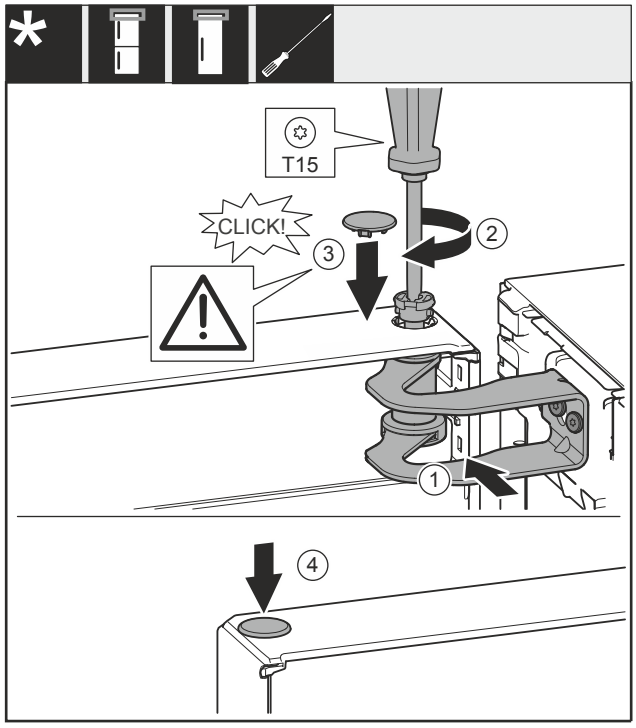

Fig. 25
- ▶ Aliniați ușa cu deschizătura din suportul de lagăr *Fig. 25 (1)*.
- ▶ Introduceți bolțul *Fig. 25 (2)* și înșurubați-l ferm cu șurubelnița.
- ▶ Montați capacul *Fig. 25 (3)*.
- ▶ Controlați să fie capacul *Fig. 25 (3)* așezat pe ușă.
- ▶ Montați capacul *Fig. 25 (4)*.